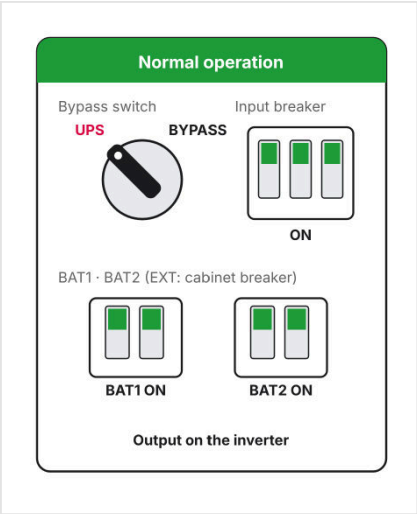

FIGURE 6-1 Normal operation
2. Close the battery breakers **BAT1** and **BAT2** (9) — on the EXT, the external cabinet breaker (Figure 6-1). EMPTY with batteries just fitted: the user manual asks you to enter the battery set-up (**Set › BATT Set**) before you close BAT1 and BAT2 — close the input breaker first, set the battery, then close BAT1 · BAT2.
3. Close the input breaker (7). The fans start and the touchscreen lights.